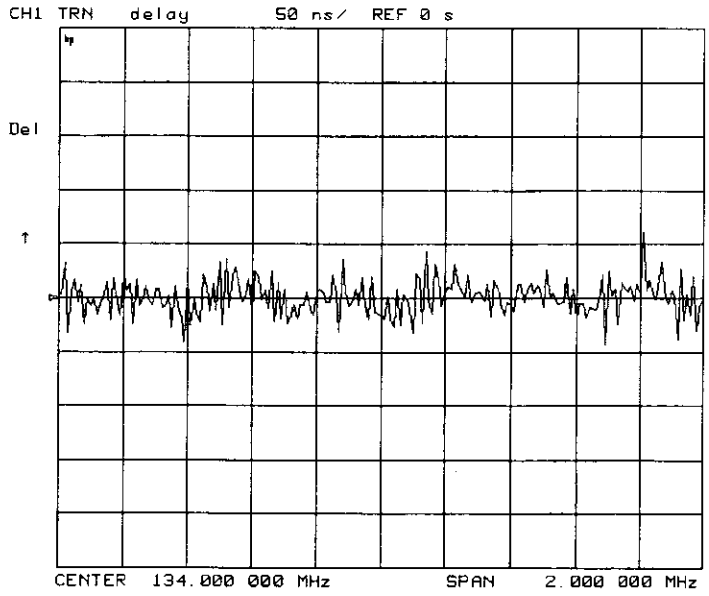

Figure 2-32. Group Delay Example Measurement
2. To view the measurement in delay format, as shown in Figure 2-32, press: